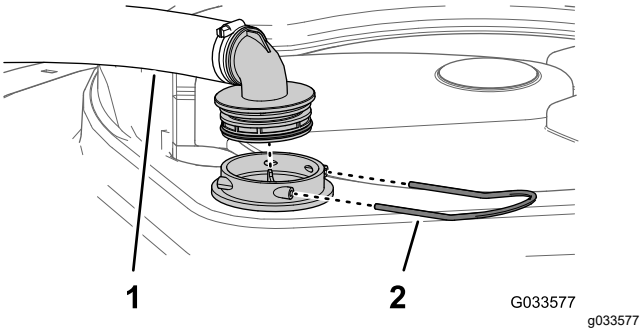

Figur 54
2. Ta bort hållaren som fäster slangnippeln på den stora slangen och filterkåpan på tankens ovansida (Figur 54).
3. Ta bort slangen och slangnippeln från filterkåpan (Figur 54).